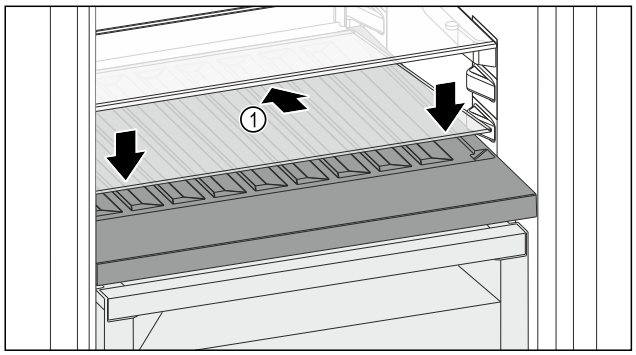

Fig. 139
▶ Place the glass shelf *Fig. 139 (1)* at an angle, sloping it downwards and backwards.
▶ Lower the glass shelf *Fig. 139 (1)* at the front.